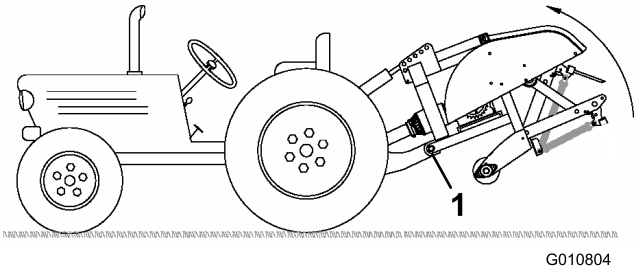

**Figur 23**
**Obs:** För att undvika onödiga lyft ansluter du lyftarmarna på traktorn till de övre hålen på lyftfästet om ett sådant finns (Figur 23). Maxvinkeln för kraftuttagsaxeln är 35°.